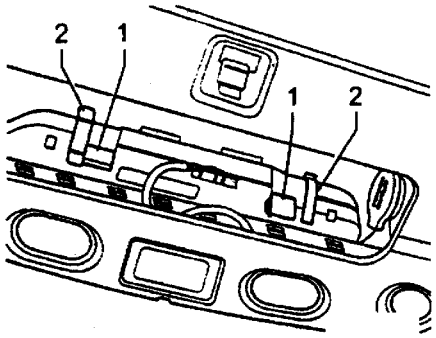

图 6－58
①拆卸和安装灯架：如图 6－58 所示。拔出插头，悬压回弹簧夹 1，并且取出灯架。